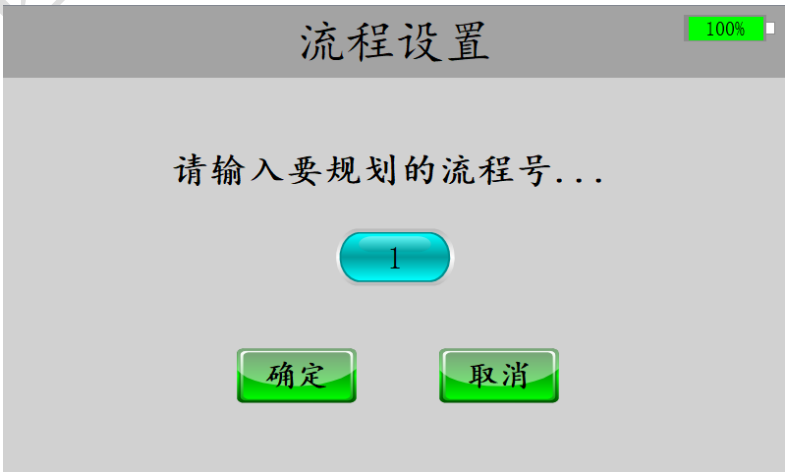

图 4-19 流程规划流程号选择界面
1、您需要依次点击**“触摸屏”**上的**“地图编辑”**->**“编辑流程”**会弹出如“图 4-19”的界面，然后输入您将要规划的**“流程号”**，然后点击**“确定”**按钮，系统当前支持最多【500】条流程，每条流程支持最多【100】步数。